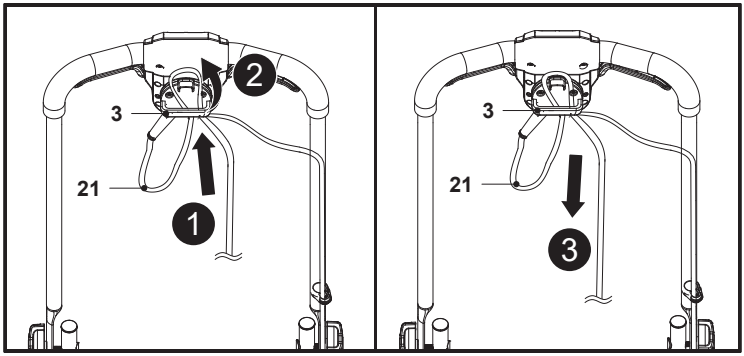

Fig. 8
1. Replier le cordon d'alimentation (21) à environ 30 cm du cache de la prise, faire passer la boucle dans le trou du support de câble (3) et accrocher la boucle sur le crochet (Fig. 8, étapes 1, 2).
2. Faire passer le cordon d'alimentation (21) par-dessus le support de câble (3) et tirer doucement sur le cordon d'alimentation (21) pour s'assurer qu'il est fermement fixé (Fig. 8, étape 3).